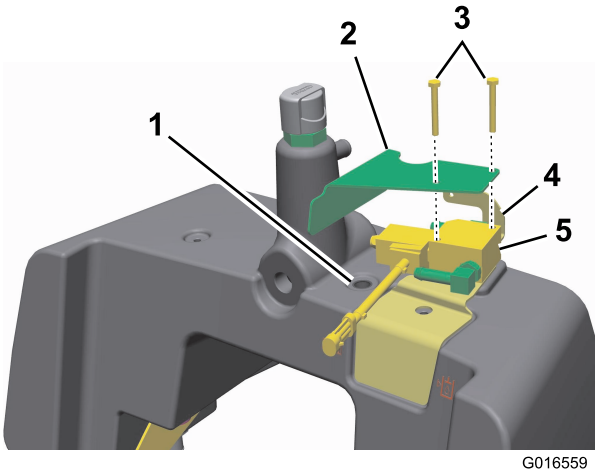

Figuur 5
15. Monteer de gebogen hydraulische fitting van 90 graden op de hydraulische hoofdtank (Figuur 5).